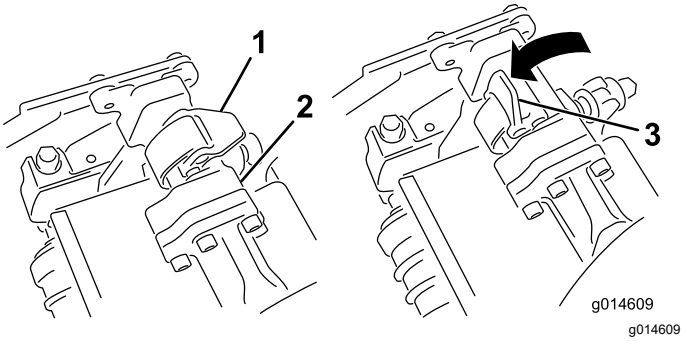
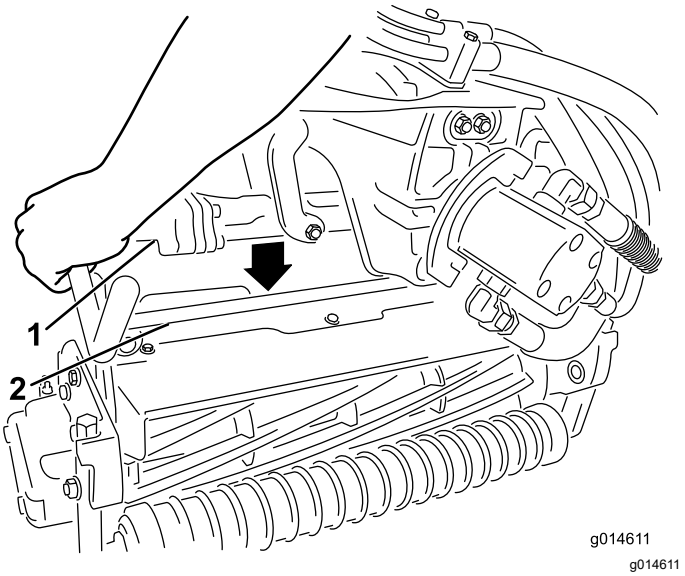

**Figur 52**
**Figur 53**
4. Åbn låsene på affjedringsarmens stang (Figur 52), og skub affjedringsarmen ned, så stangen passer over begge vinkelarme på klippeenheden, og sørg for, at låsene går under klippeenhedens tværstang (Figur 53).
5. Luk låsehåndtagene ned og omkring klippeenhedens stang, og lås dem på plads (Figur 52).
6. Åbn låsehåndtagene på affjedringsarmens stang på klippeenheden, som du fjerner (Figur 52).